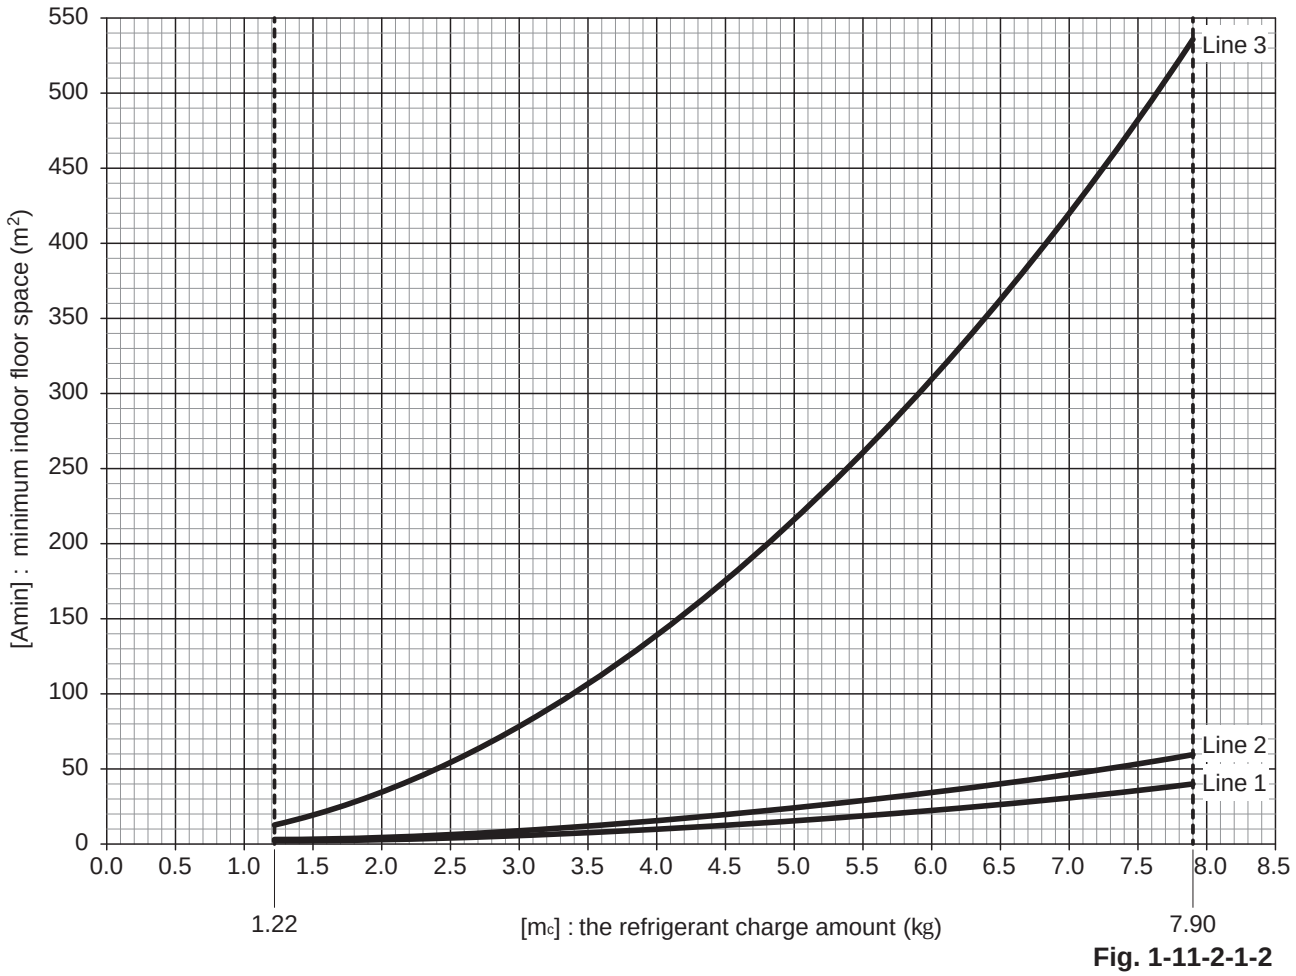

Fig. 1-11-2-1-2
*1 See Table 1-11-2-1-3 and Fig. 1-11-2-1-2 of indoor unit when deciding “Density Limit Line”.